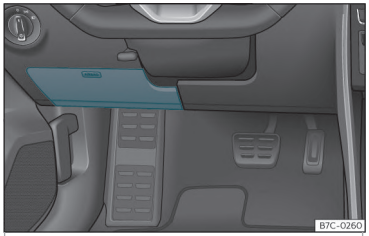

Fig. 45 Automobile cu volan pe stânga: capacul cutiei de siguranțe de sub planșa de bord, pe partea șoferului
- *Deschiderea:* pliați capacul››› **fig. 45** .